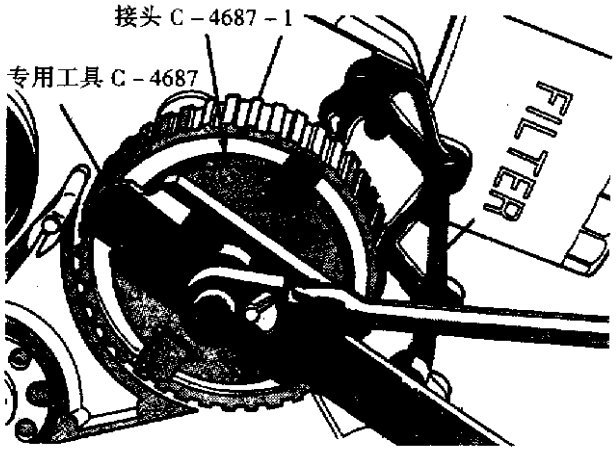

图 3－64　拆卸或安装中间轴链轮
③拆去中间轴支座螺栓(图 3－65)。
④拆去支座螺栓并放到一边。
⑤拆去中间轴。